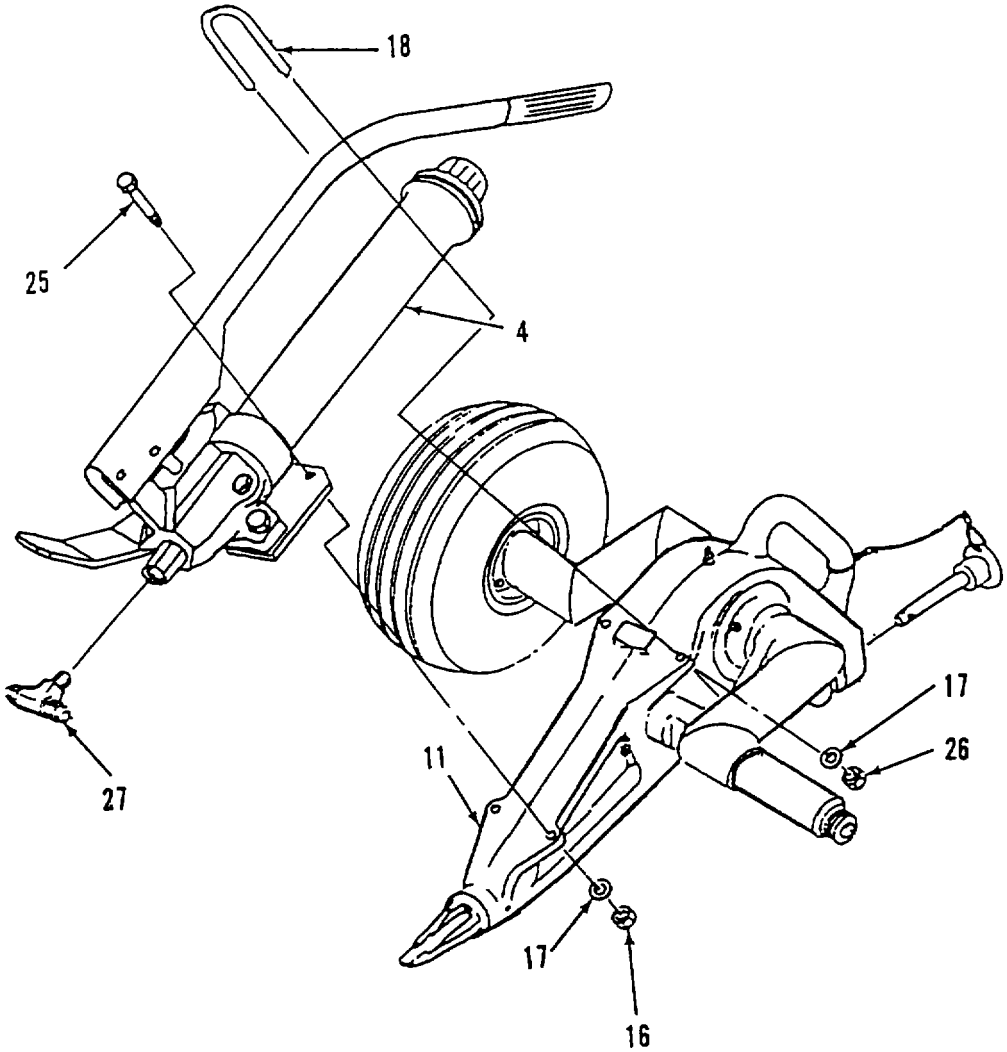

Figure 3-14. Hydraulic Pump, Part No. 61780
6. Refer to figure 3-14 and remove pump (4), with part number 61780, as follows:
a. Remove two nuts (16) and washers (17) from U-bolt (18).
b. Remove U-bolt (18).
c. Remove two nuts (26), washers (17), and bolts (25).
d. Grasp pump (4) and lift from cradle assembly (11).
Refer to figure 3-14 and Install a hydraulic pump as follows: